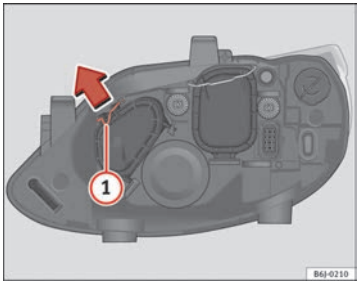

Fig. 149 Side lights
– Move the loop (1) in the direction of the arrow and remove the cover ⇒ Fig. 149.